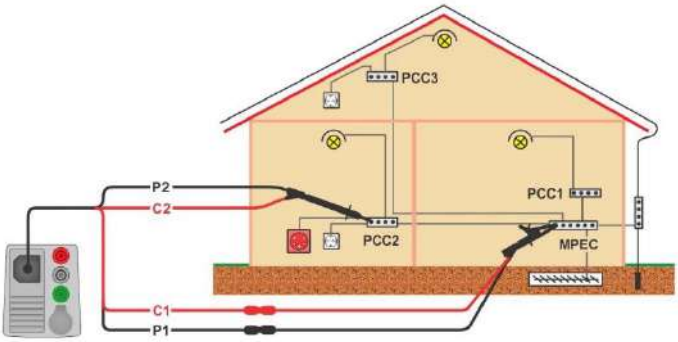

Figure 7.26: Connection of 4-wire test lead plus optional extension leads
- Connect test leads to device under test, see ***Figure 7.26.*** Use extension leads if necessary.